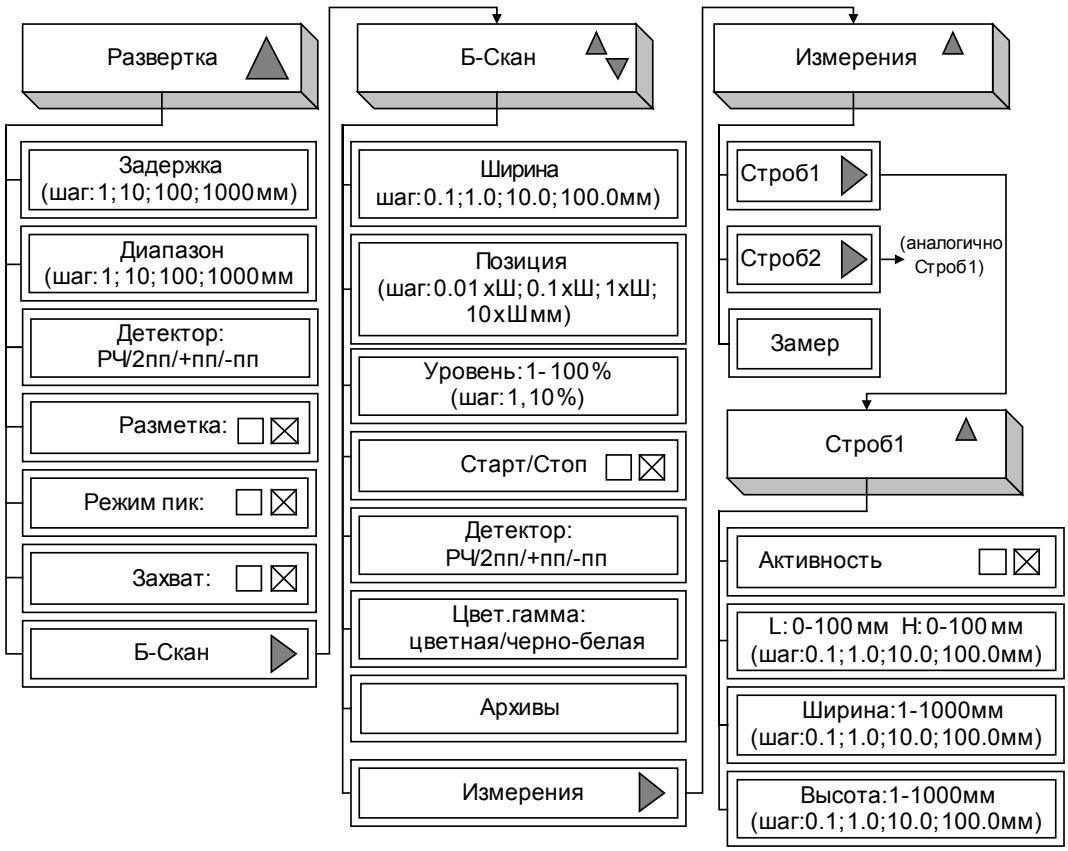

Рисунок 13 – Меню «Развертка»
6.3.1.3 Меню «**Развертка**» имеет следующую структуру (рисунок 13):